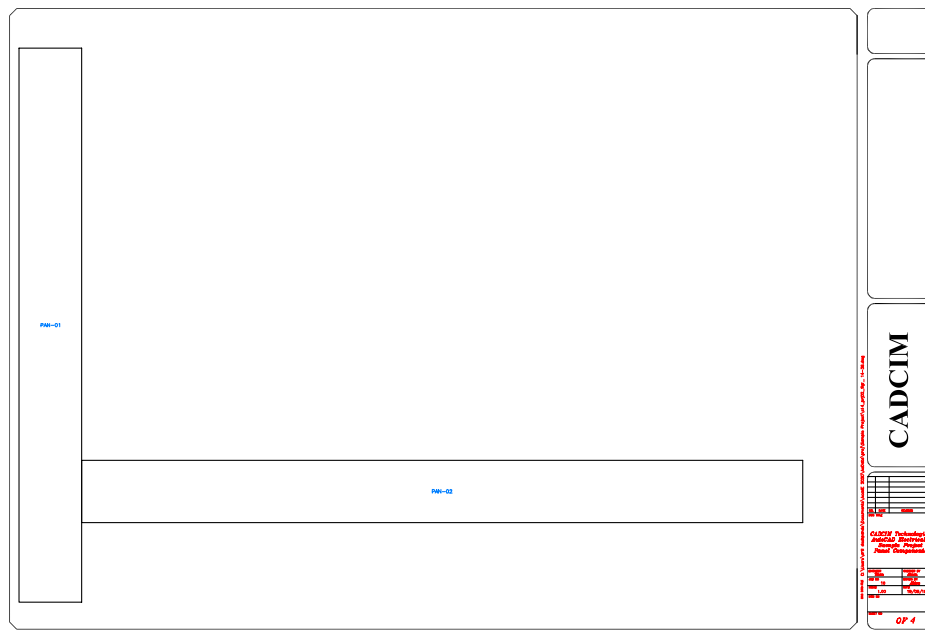

Figure P2-3 *PAN-02 DIN Rail inserted in the drawing*
21. Choose the **OK** button in this dialog box; the PAN-02 DIN Rail is inserted in the drawing, as shown in Figure P2-3.